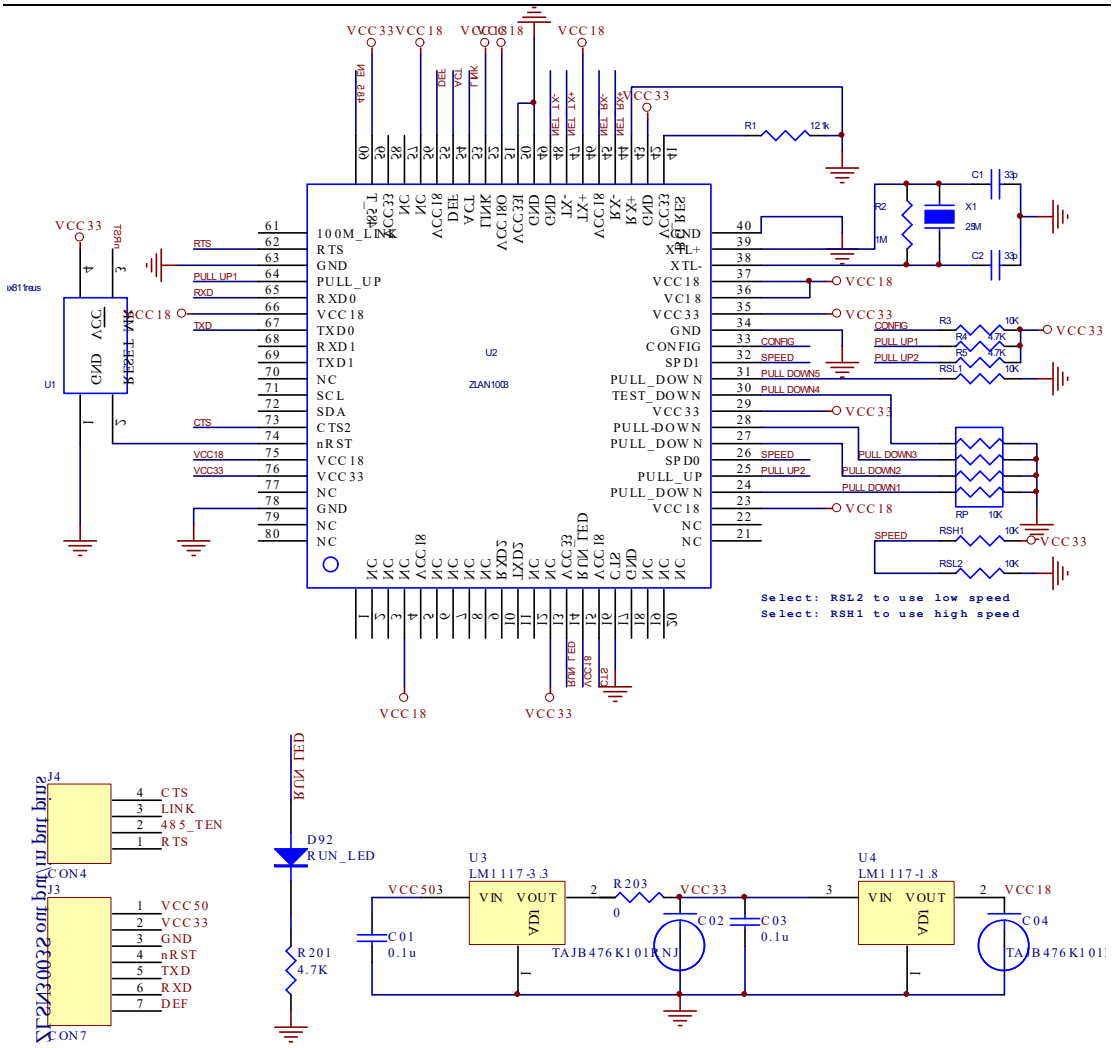
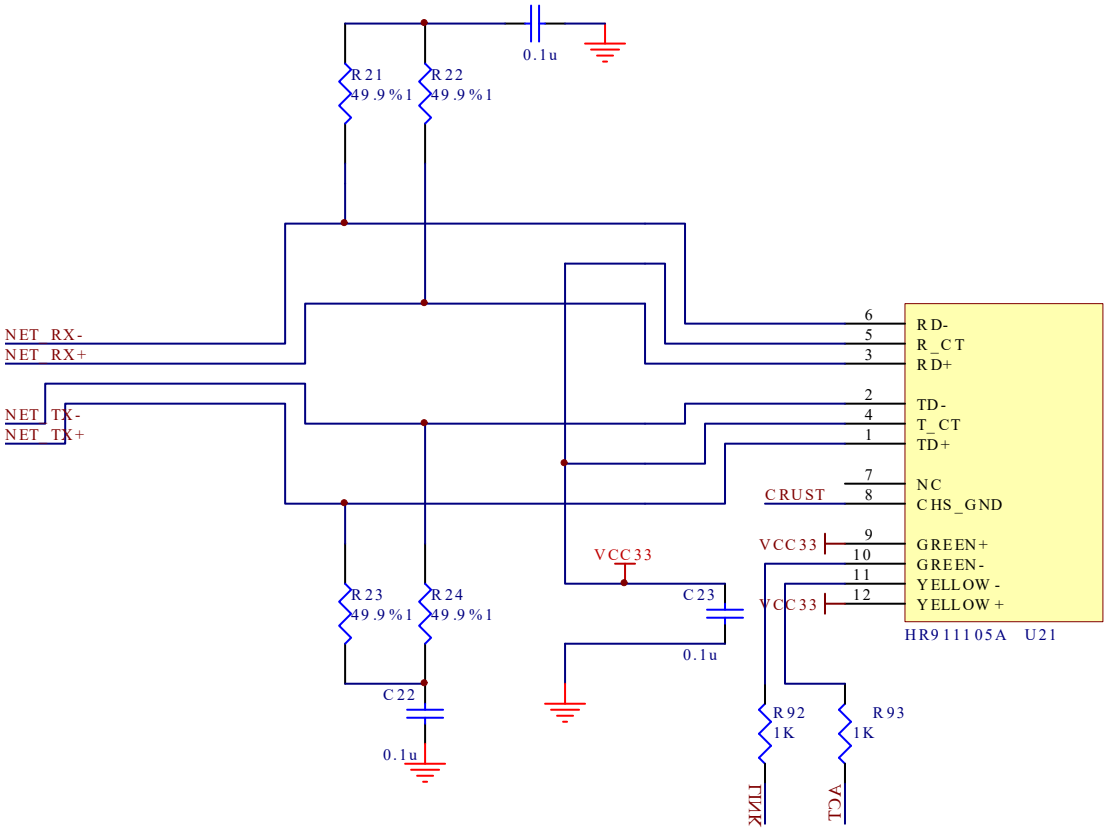

图 9 ZLAN3003S 原理图核心部分
图 10 ZLAN1003 原理图网络接口部分（RJ45 集成网络变压器）
ZLSN3003S 的原理图如图 9、图 10 所示。
如图 10 所示是 ZLAN1003 的网口部分的设计，其中 LINK 和 ACT 连接到 RJ45 的灯上，用于指示 TCP 连接和数据活动。这里 4 个 49.9 电阻为%1 精度。
1. 高速：将 SPD0 和 SPD1 都上拉到高电平。图 9 中焊接 RSH 电阻，不焊
2. 低速：将 SPD0 和 SPD1 都上拉到低电平。图 9 中焊接 RSL 电阻，不焊接 RSH 电阻。此时 ZLAN1003 最高波特率达到 38400bps。VCC18V 的总所需电流为 100mA。